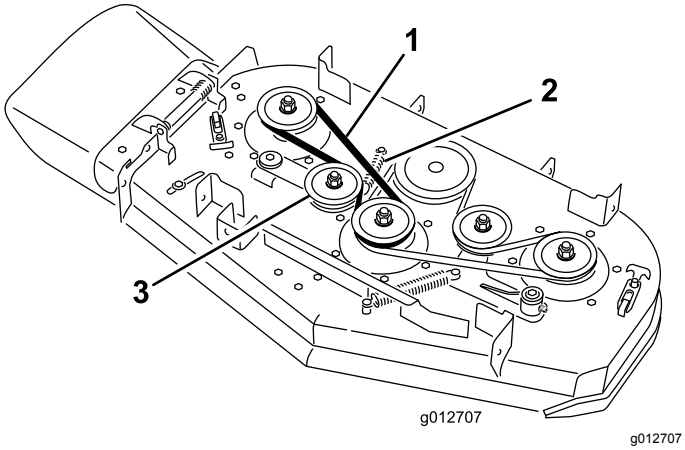

Figur 65
4. Fjern fjederen fra ankerpinden på styreremskivens arm (Figur 65).
5. Fjern den slidte plæneklipperrem (Figur 65).
6. Monter den nye plæneklipperrem omkring skjoldets remskiver og styreremskiven (Figur 65).
7. Monter fjederen på ankerpinden på styreremskivens arm (Figur 65).